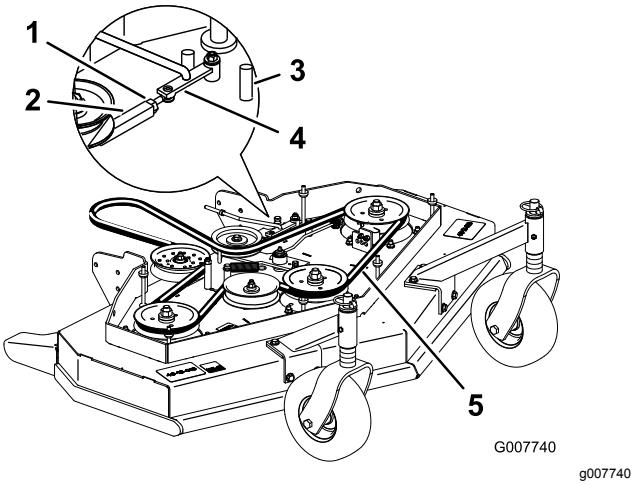

Figur 46
3. Lossa låsmuttern på spännmuttern (Figur 46).
mot klippdäckets framände för att minska remspänningen (Figur 46).